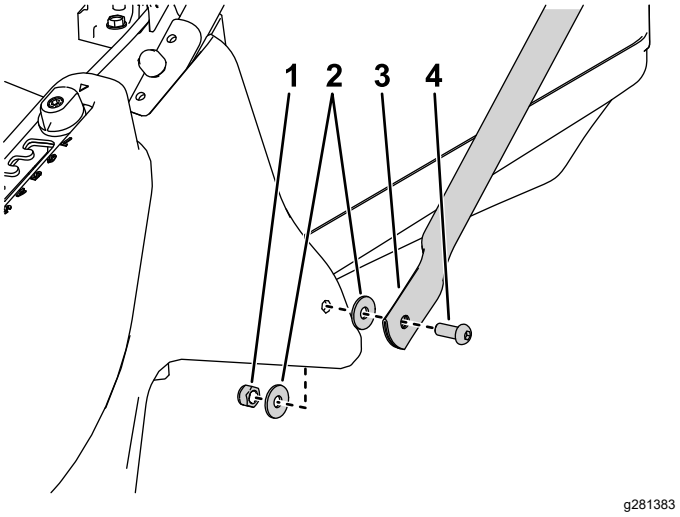

**Rysunek 4**
3. Zamocuj dolne końce wsporników uchwytów do obu stron podwozia tnącego, używając śruby, podkładek płaskich po wewnętrznej i zewnętrznej stronie obudowy podwozia tnącego oraz nakrętki zabezpieczającej (Rysunek 4).